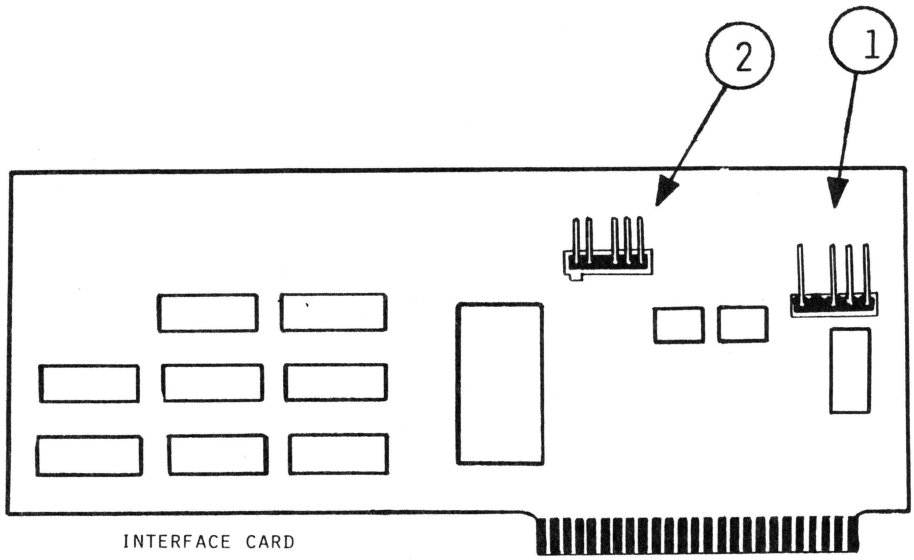

FIGURE 5
2. Locate a set of four pins near the top right edge of the interface card (see Figure 5, #1) and gently slide the slip-on connector onto the pins.
4. Slide the end with the slip-on connector onto the second set of pins (see Figure 5,#2) on the interface card to the left of the first cable you connected.